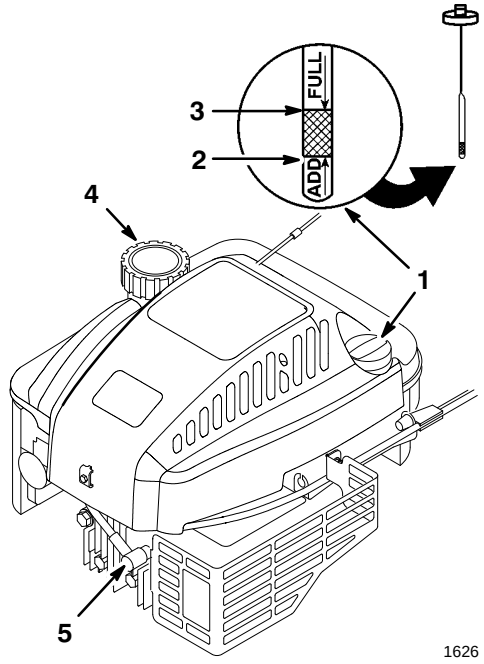

**Figure 7**
Before each use, make sure that the oil level is between the *Add* and the *Full* marks on the dipstick (Fig. 7).
**2.** Clean around the dipstick (Fig. 7).
**6.** Read the oil level on the dipstick (Fig. 7).
1. Remove the wire from the spark plug (Fig. 7).
2. Clean around the fuel tank cap (Fig. 7).
3. Remove the cap from the tank (Fig. 7).